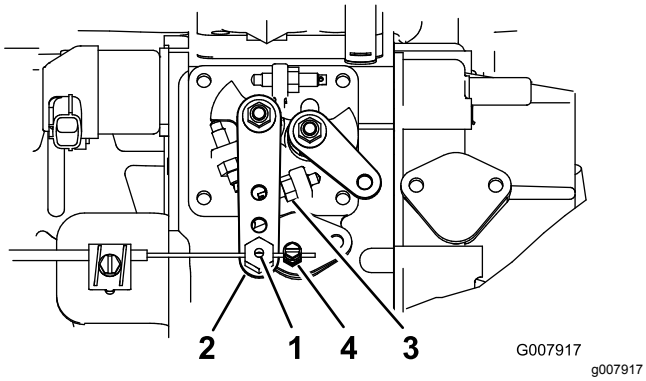

**Figur 55**
2. Lossa gasvajerns kontaktdon på gasvajern bredvid reglaget på insprutningspumpen (Figur 55).
3. Håll insprutningspumpens reglagearm mot det höga tomgångsstoppet (Figur 55).